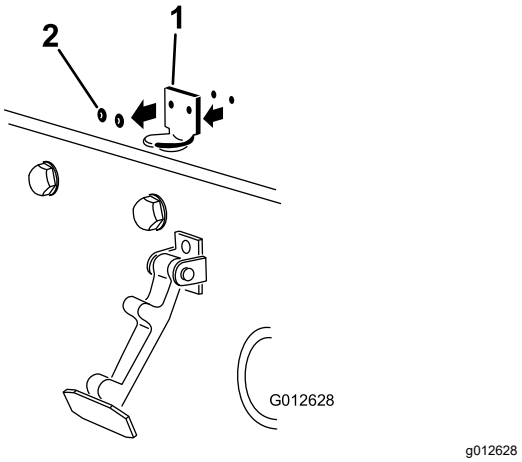

图 5
2. 卸下将机罩闩锁支架固定至机罩的 2 个铆钉 (图 5)。
注意 锁定支架必须紧贴机罩 (图 5)。